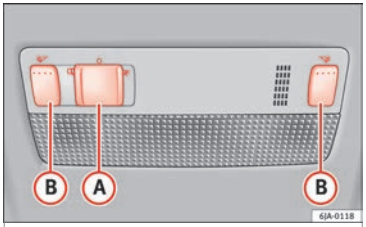

Fig. 134 Interior lighting – version 1.
Where the courtesy light is on (switch (A) ››› **Fig. 134** in position), the light will come on if: